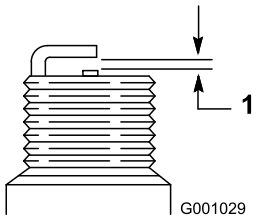

Figur 29
4. Justera elektrodgapet till 0,76 mm (Figur 29).